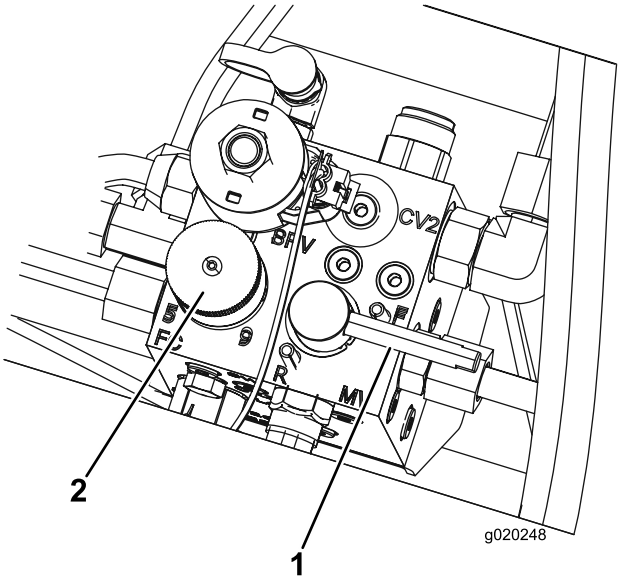

**Figur 99**
5. Ställ in cylinderhastighetsreglaget till läge 1 (Figur 99).
6. Flytta slipningsspaken till läge R (slipning) (Figur 99).